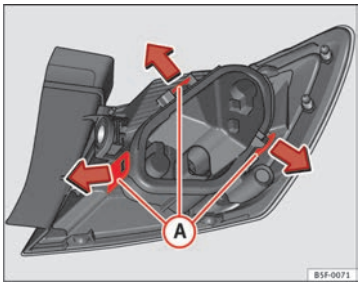

Fig. 153 Linguetas de fixação na parte posterior da unidade de luz traseira
– Desmonte o porta-lâmpadas ⇒ Fig. 153 desbloqueando as linguetas de fixação (A).